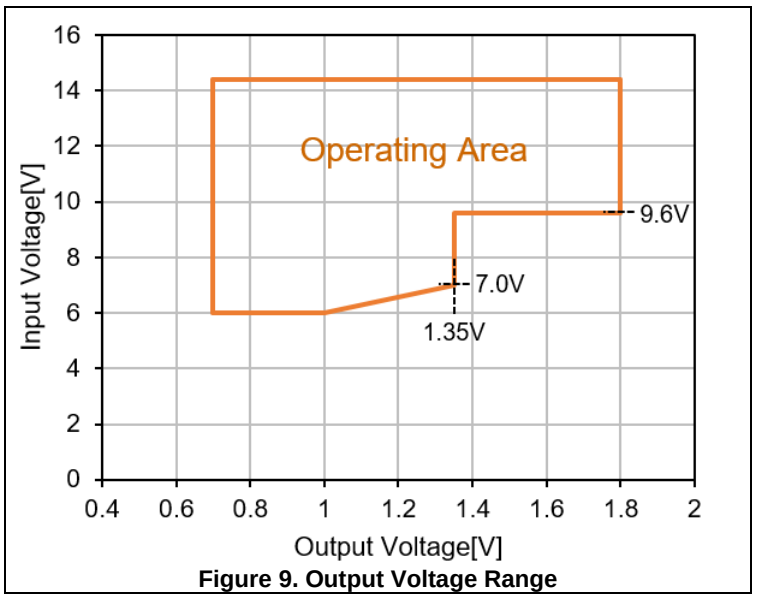

Figure 9. Output Voltage Range
(1) Min/Max specifications are 100% production tested at Ta=25 °C, unless otherwise noted. Limits over the operating range are guaranteed by design.
(2) See the section of "Limitation of Input Voltage slew rate".
(3) Guaranteed by design.
(4) See the Output Voltage Range of fig.9.
(5) Only statics state.
(6) The temperature of TEMP sensor includes some error from the surface temperature.
The MYTNC1R84RELA2RA has a soft start function. This function suppresses the inrush current and the output voltage overshoot. When the function is operating, the converter is controlled in discontinuous current mode (DCM), so the output ripple voltage may be larger than steady-state behavior which is in continuous current mode (CCM). If the input voltage drops and the operating condition deviates from the supported operation range of fig.9 “Output Voltage Range”, you should discharge the input voltage below the VIUVL and then restart.